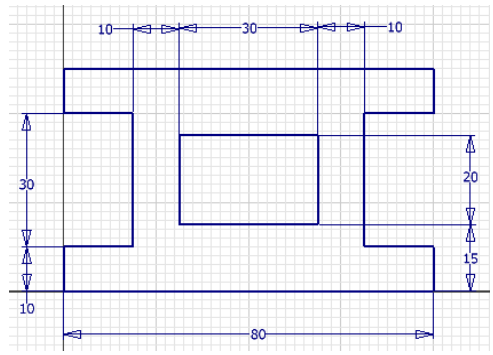

Figure 3-52 *Fully constrained sketch for Tutorial 1*
d. Dimension the sketch by using the origin to fully constrain it, refer to Figure 3-52.
Figure 3-52 shows the fully constrained sketch for Tutorial 1.